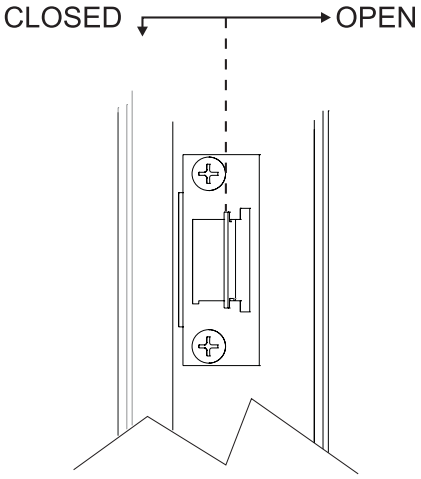

Figure 17
5. Push the handle for Open position and pull the handle for the Closed position. See Figure 17.